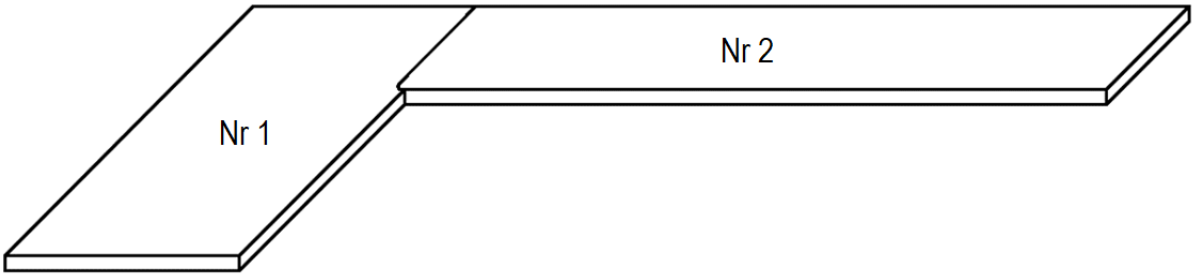

Rysunek 1. Szkic płyty roboczej
Zakład otrzymał zlecenie wykonania 10 sztuk płyt roboczych stanowiących wyposażenie kuchni w domkach letniskowych. Zleceniodawca dostarczył szkic płyty roboczej (rysunek 1) oraz założenia wstępne (tabela 1).
1) szkic płyty roboczej - rysunek 1,